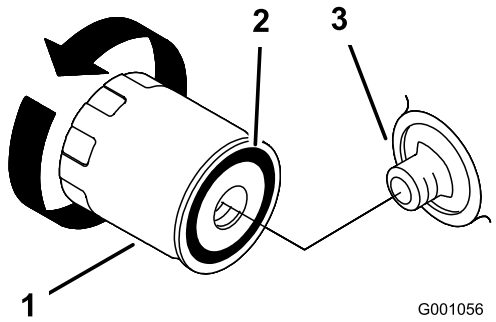

**Figur 22**
2. Fjern det gamle filter, og aftør filteradapterens pakningsoverflade (Figur 22).
3. Påfør gummipakningen på det nye filter et tyndt lag ny olie (Figur 22).
4. Monter det nye oliefilter i filteradapteren, drej oliefilteret med uret, indtil gummipakningen berører filteradapteren. Spænd dernæst filteret yderligere 2/3–1 omgang (Figur 22).